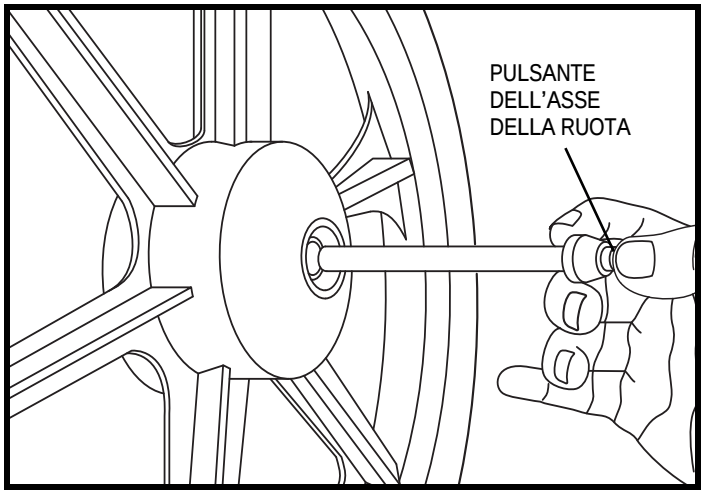

Figura 21. Ruota posteriore di Kids ROCK 2 e ROCK 3
5. Verificare che l'asse sia completamente inserito consultando che il pulsante in cima all'asse fuoriesca. **Vedere la figura 21.**